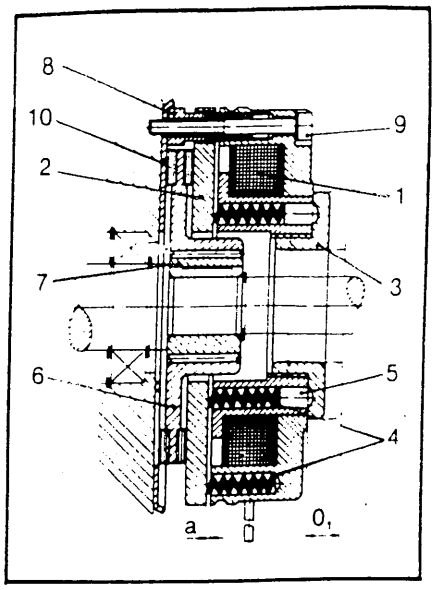

**FIGURE 1**
The Lenze Electromagnetic Release, Spring Set Brake - Type 14.448, as shown in Figure 1, produces its stopping torque by the use of multiple springs (4) exerting pressure against the armature plate (2). The armature plate, in turn, is forced towards the friction plate (8) (or mounting flange (10)) compresssing the dual faced friction rotor (6) between the armature plate and the friction plate (or mounting flange). Figure 1 illustrates the position of the armature plate, friction rotor and friction plate in the set position. The rotor is internally splined to the hub (7) which is keyed to the shaft.
| $0_1$ (fig. 1) inch | .24 | .26 | .33 | .39 | .45 | .45 | .51 | .59 | .63 |
(NOTE: Air gap dimension is illustrated in Figure 1 denoted by "a").
The brake is supplied from the factory with the nominal torque settings. This torque can be reduced by unscrewing the torque adjustment ring (3) with a spanner within the limit of the "0," dimension given in Table 1 and depicted in Figure 1. The torque adjuster ring has detent action with torque variation per step given in Table 1.
In most applications, the brake needs practically no maintenance. However, after a long period of operation, or if the brake has a high duty cycle, adjustment of the air gap ( 'a' , Figure 1) may be necessary. When the 'a max' value shown in Table 3 is exceeded, adjust the value back to 'a' using the air gap adjustment instructions described in Section V, step 9 of the assembly instructions.